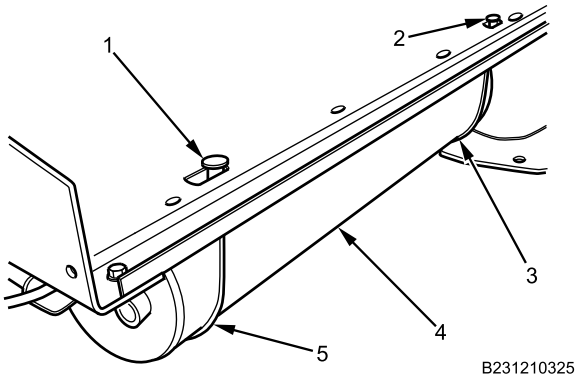
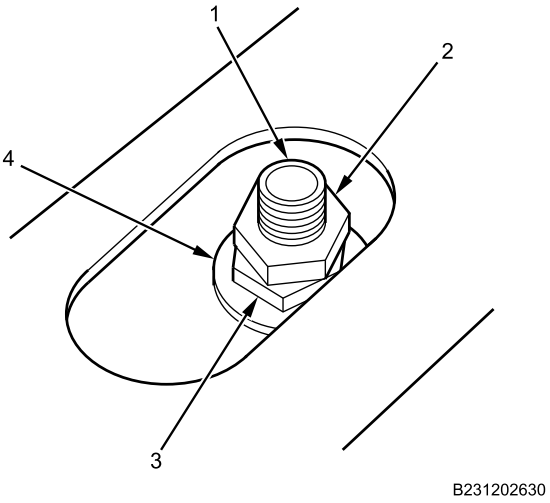

Figure 14. Supply and Secondary Tank Mounting.
Figure 15. Air Tank Cable Fasteners.
2. With assistant, raise supply/secondary air tank (Figure 14, Item 4) into position with suitable transmission jack.
3. Apply corrosion preventive compound to air tank mounting cable washers (Figure 15, Item 4), nuts (Figure 15, Item 3), and jamb nuts (Figure 15, Item 2).
4. Install air tank mounting cables (Figure 14, Item 3 and 5), washers (Figure 15, Item 4), nuts (Figure 15, Item 3), and jamb nuts (Figure 15, Item 2) and torque to 62 lb-in. (7 N•m).
5. Apply thread sealing compound to threads on plate assemblies (Figure 14, Item 1 and 2) .
6. Install plate assemblies (Figure 14, Item 1 and 2) on end of air tank mounting cables (Figure 14, Item 3 and 5) on battery tray and tighten securely.